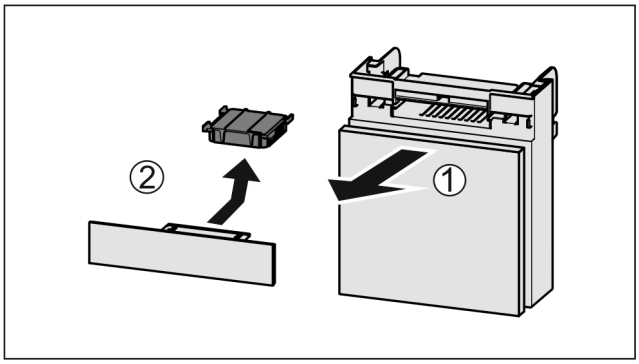

Fig. 212
- ▶ Zásuvku vytáhněte dopředu *Fig. 212 (1)*.
- ▶ Filtr s aktivním uhlím vyjměte *Fig. 212 (2)*.